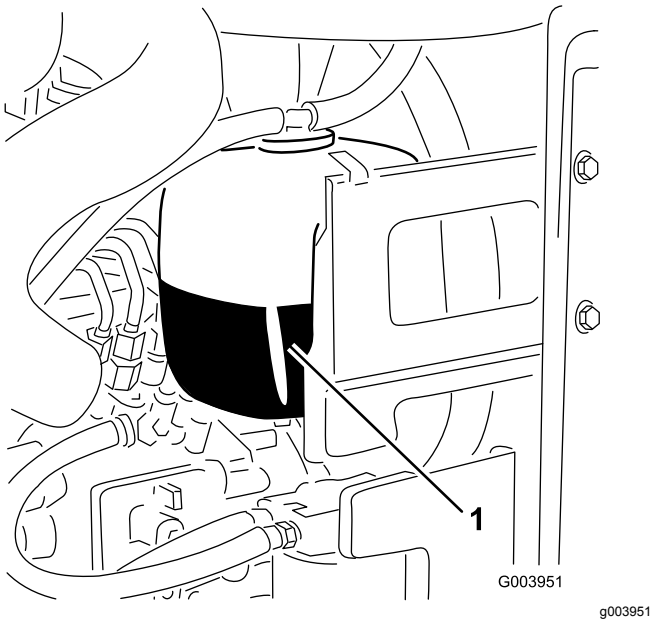

Figur 56
1. Kontrollera kylvätskenivån i expansionstanken (Figur 56).